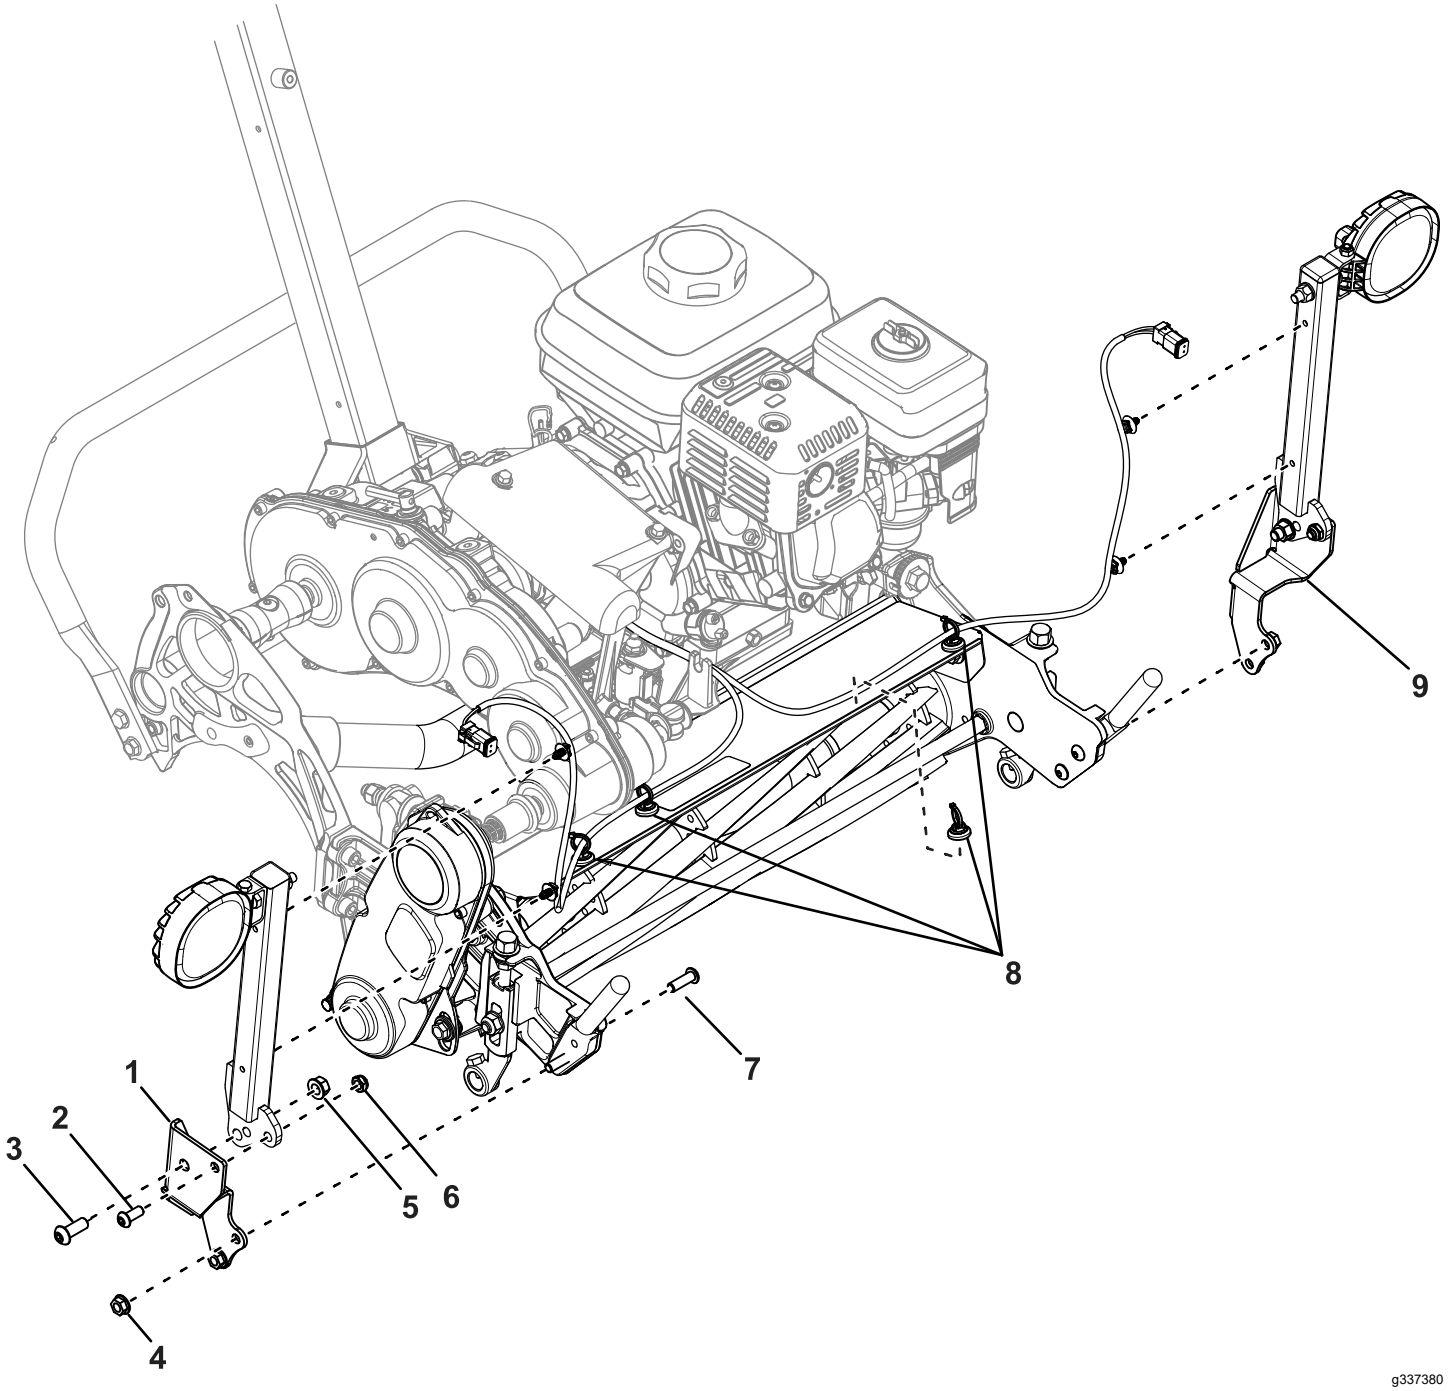

Rysunek 2
1. Za pomocą 2 śrub imbusowych (5/16 cala), 2 nakrętek zabezpieczających, 2 śrub imbusowych (⅜ cala) i 2 nakrętek z kołnierzem (⅜ cala) zamocuj uchwyty lamp do wsporników uchwytów (Rysunek 2).
3. Za pomocą 4 śrub i 4 nakrętek z kołnierzem (5/16 cala) zamocuj wsporniki uchwytów do uchwytów kosza jednostki tnącej (Rysunek 2).
4. Zamontuj uchwyty wiązki przewodów w miejscach przedstawionych na Rysunek 2.